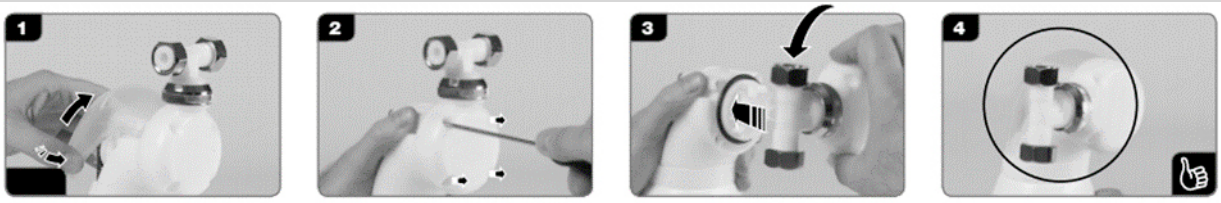

Рис.4
6.1.2. Установка дозатора на вертикальный трубопровод показана на рис. 4.